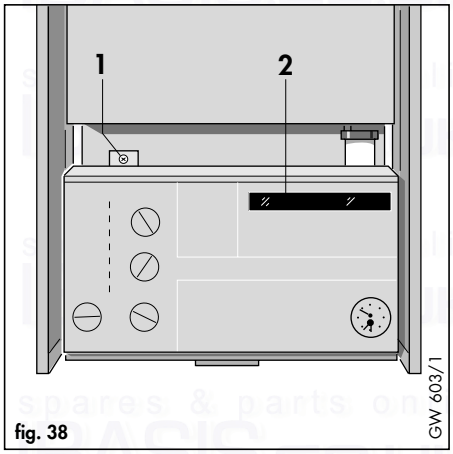
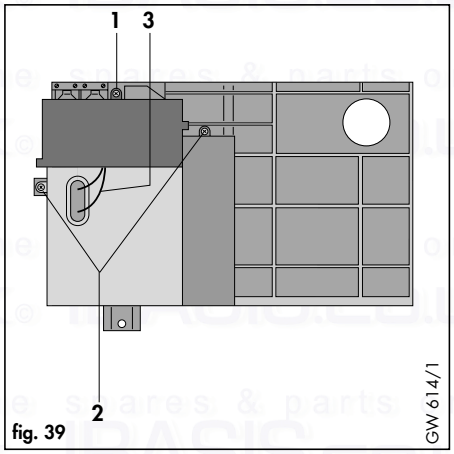
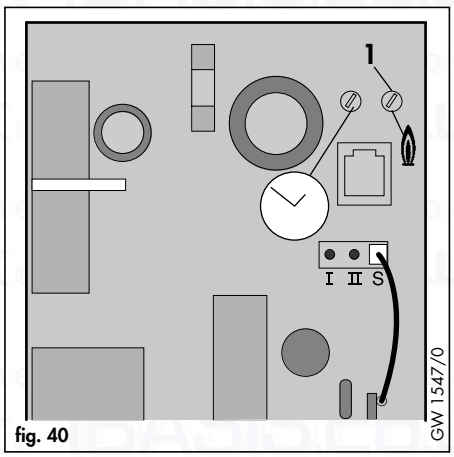

fig. 38
fig. 39
fig. 40
- Remove screw (1, fig. 38) and lower control panel.
- Remove screw (1, fig. 39) and remove terminal box cover to access the range rating potentiometer (1, fig. 40) beneath.
- The central heating output can now be altered by inserting an electricians screwdriver into the potentiometer (1, fig. 40)
- After setting, refit cover screw (1, fig. 39) and re-secure control panel (1, fig. 38).
Leave the user instructions in the purpose provided pocket on the front of the control panel (2, fig 38).